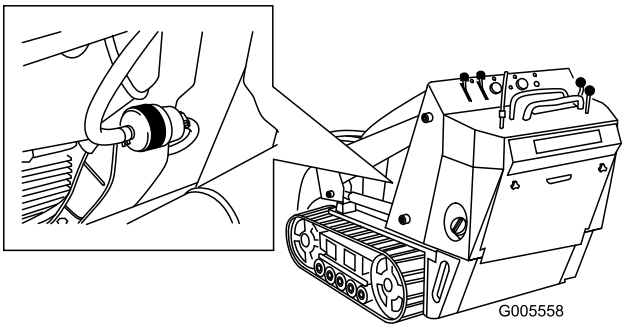

Figuur 35
4. Klem de brandstofleidingen aan beide zijden van het brandstoffilter (Figuur 35).
5. Druk de uiteinden van de slangklemmen naar elkaar toe en schuif ze weg van het filter (Figuur 35).